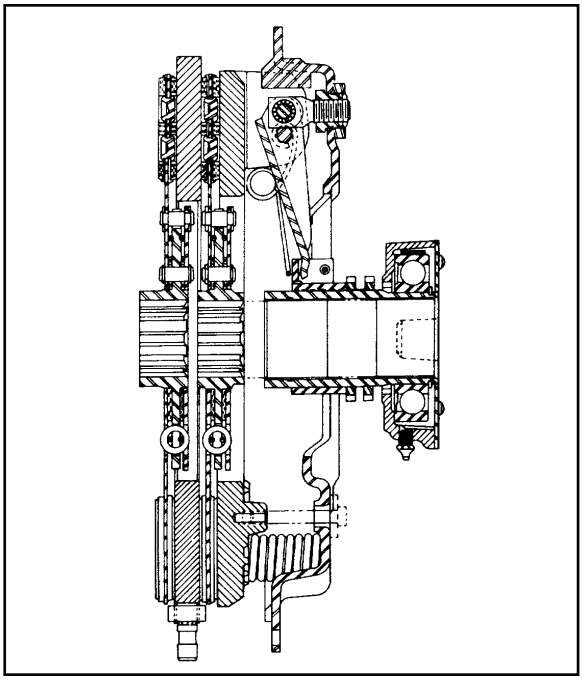

Figure 3. Haldex 14” (350 mm) two-plate pull type clutch assembly on a pot (recess) flywheel.
The 14"-2 pressure plate (Figure 3) is driven by means of driving lugs extended into mating slots of the flywheel ring (cover). The intermediate plate is driven by drive pins locate din the engine flywheel.
B. On clutch assemblies that are tenon piloted, [Figure 3, Page 9, 14" (350 mm)-2 plate on pot/recess flywheels], it is essential that the following flywheel conditions be met:
Installing a 14” Two Plate Clutch Assembly (Figure 3) (Pot/Recess Flywheel Applications)